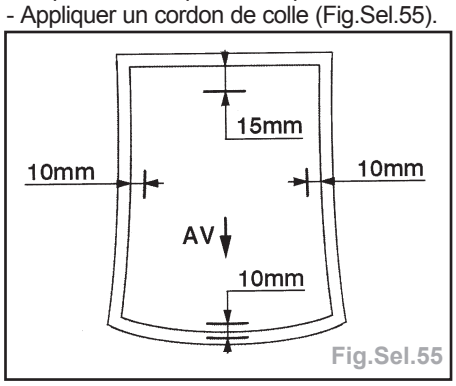

Fig.Sel.55
- des adhésifs (3) à l'ext. pour l'AV et à l'int. pour l'AR.
- Appliquer un cordon de colle (Fig.Sel.55).